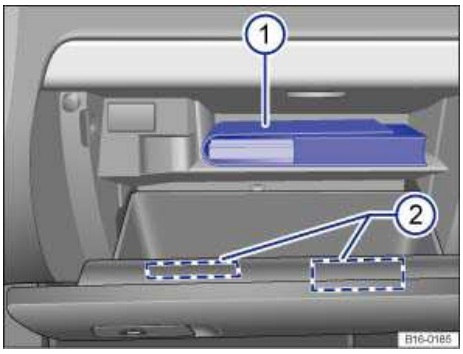

Fig. 98 Inside the glove compartment.
Key to ⇒ fig. 98:
The Owner's Manual is in this glove compartment slot ⇒ fig. 98 (1).